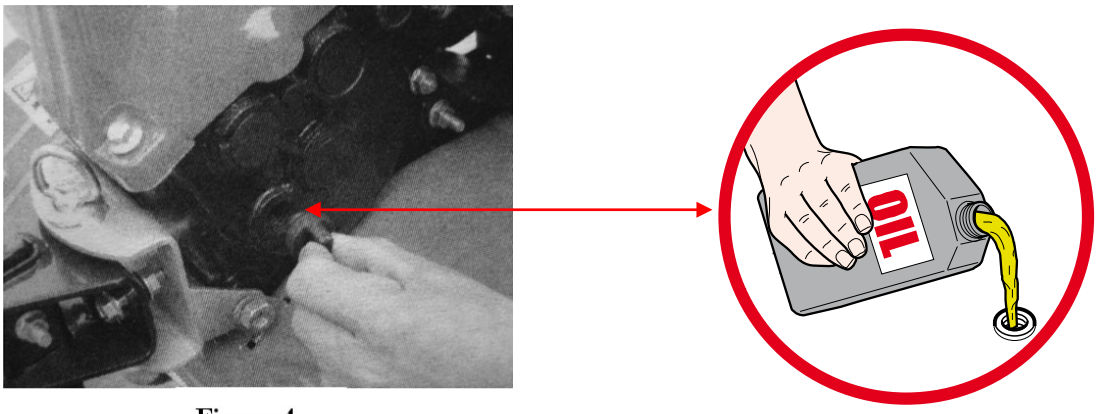

Figure 4
- Расположите мотокультиватор на горизонтальной поверхности и отвинтите щуп для измерения уровня масла (см. Рис.4)
- Отвинтите барашковую гайку и снимите крышку фильтра (См. рисунок 4А).